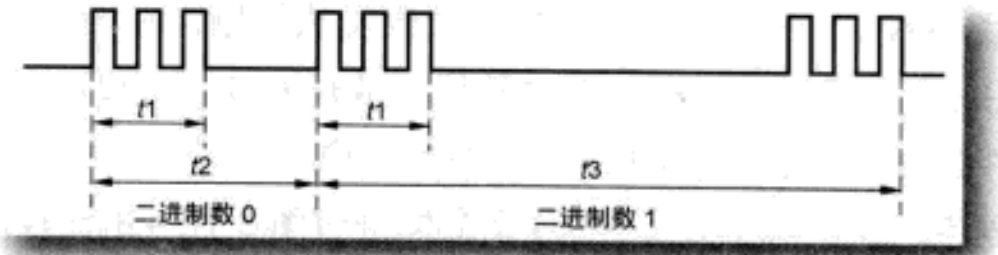

图5 PPM调制波形图
1. 红外通信的基本原理是发送端将基带二进制信号调制为一系列的脉冲串信号（载波信号），通过红外发射管向外发射红外信号。常用的有通过脉冲宽度来实现信号调制的脉宽调制（PWM）和通过脉冲串之间的时间间隔来实现信号调制的脉时调制（PPM）两种方法。脉时调制（PPM）是红外数据协会（IrDA）和国际电子电工委员会（IEEE）一致推荐的调制方式，本设计采用了脉时调制方法，即用两个脉冲串之间的时间间隔来表示二进制信息。数据比特的传送仿照不带奇偶校验的RS232通信，首先产生一个同步头，然后接着8位数据比特，如图5所示。